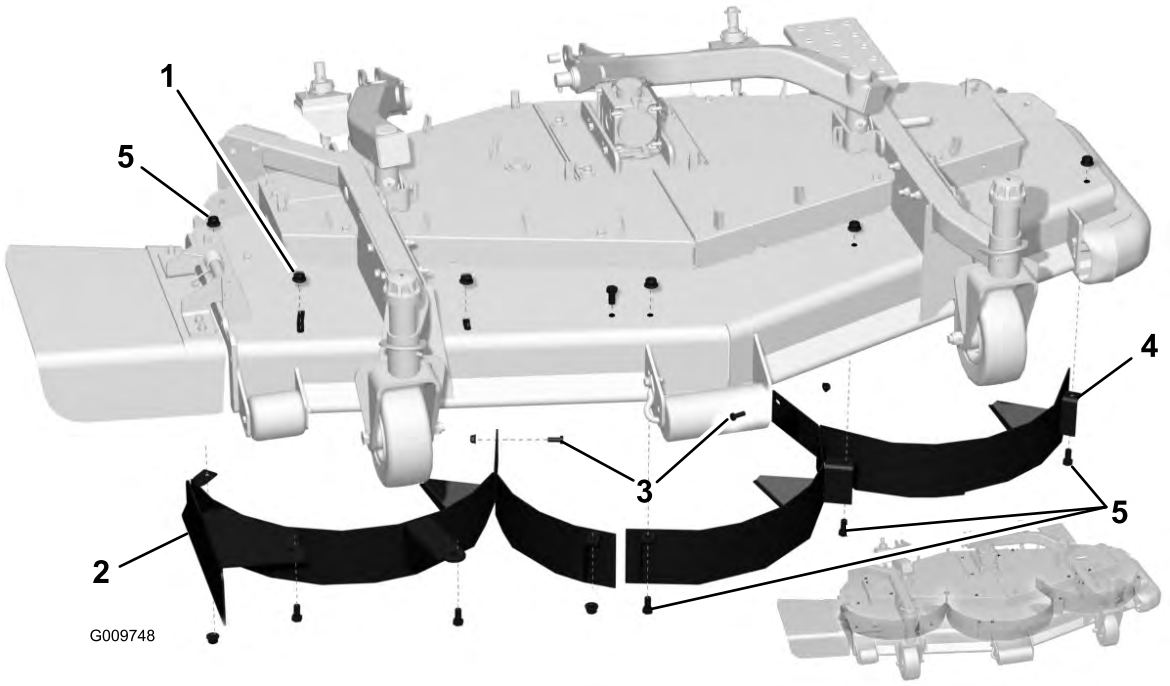

Bild 2
- 183-cm-Mähwerke: Befestigen Sie das rechte Ablenkblech mit zwei neuen Schrauben (1/2 x 1 Zoll) und 2 neuen Muttern (1/2 Zoll) oben am Mähwerk (Bild 2).
- 152-cm-Mähwerke: Befestigen Sie das rechte Ablenkblech mit einer neuen Schraube (1/2 x 1 Zoll) und 1 neuen Mutter (1/2 Zoll) oben am Mähwerk (Bild 2).
- Befestigen Sie den hinteren Teil des Ablenkblechs mit einer neuen Schraube (3/8 x 1 Zoll) und 1 neuen Mutter (3/8 Zoll) hinten am Mähwerk (Bild 2).
3. Nur 152-cm-Mähwerke: Befestigen Sie das linke Ablenkblech mit einer neuen Schlossschraube (3/8 x 1 Zoll) und einer neuen Bundmutter (3/8 Zoll) am rechten Ablenkblech (Bild 2).